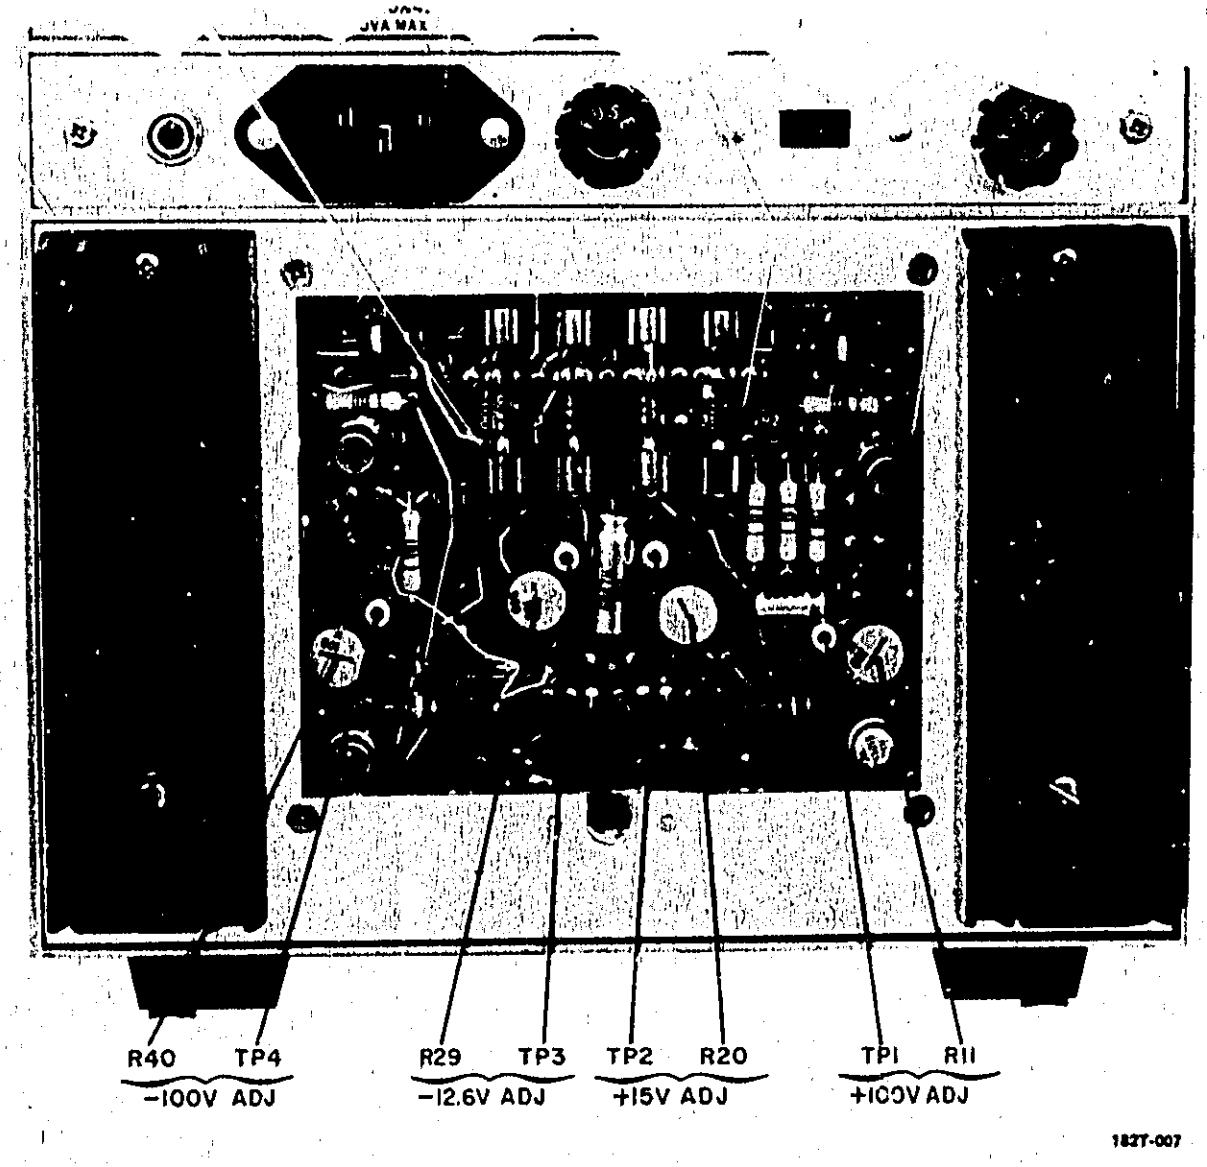

Figure 5-2. Low Voltage Supply Adjustments
a. Using digital voltmeter measure voltages at test points listed in table 5-2. Adjustment locations are shown in figure 5-2.